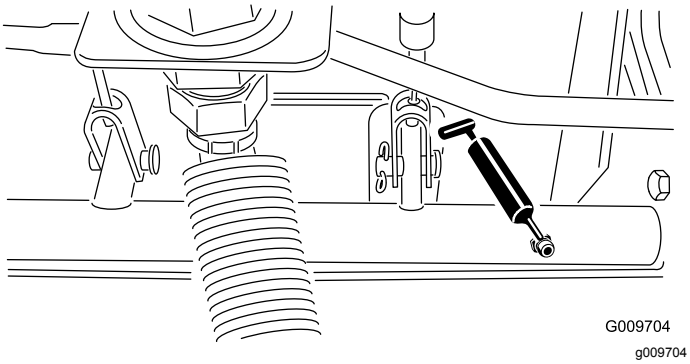

Figur 58
- Bremseakselens tapplagre (5) som vist i Figur 58